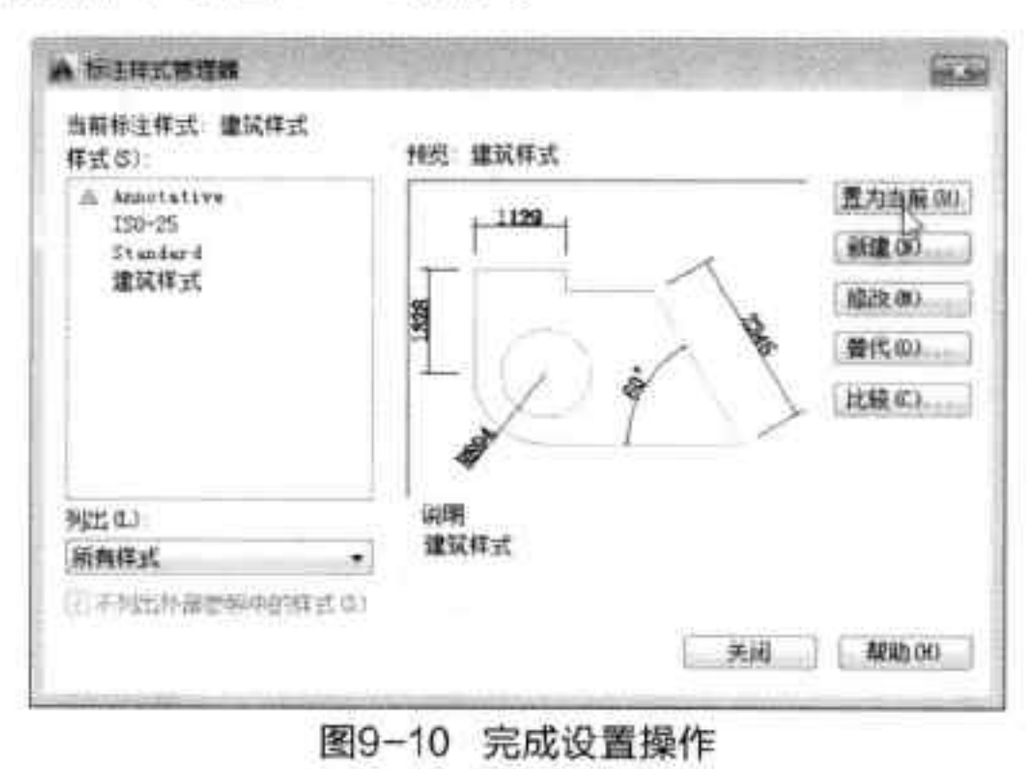

图9-10 完成设置操作
Step 10 设置完成后，单击“确定”按钮，返回上一层对话框，单击“置为当前”按钮即可完成操作，如图9-10所示。